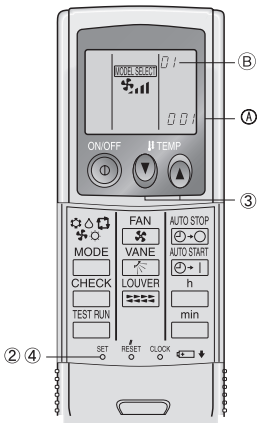

Fig. 6-4
2) Ajuste automático de la velocidad del ventilador (Para el controlador remoto inalámbrico por infrarrojos) (Fig.6-4)